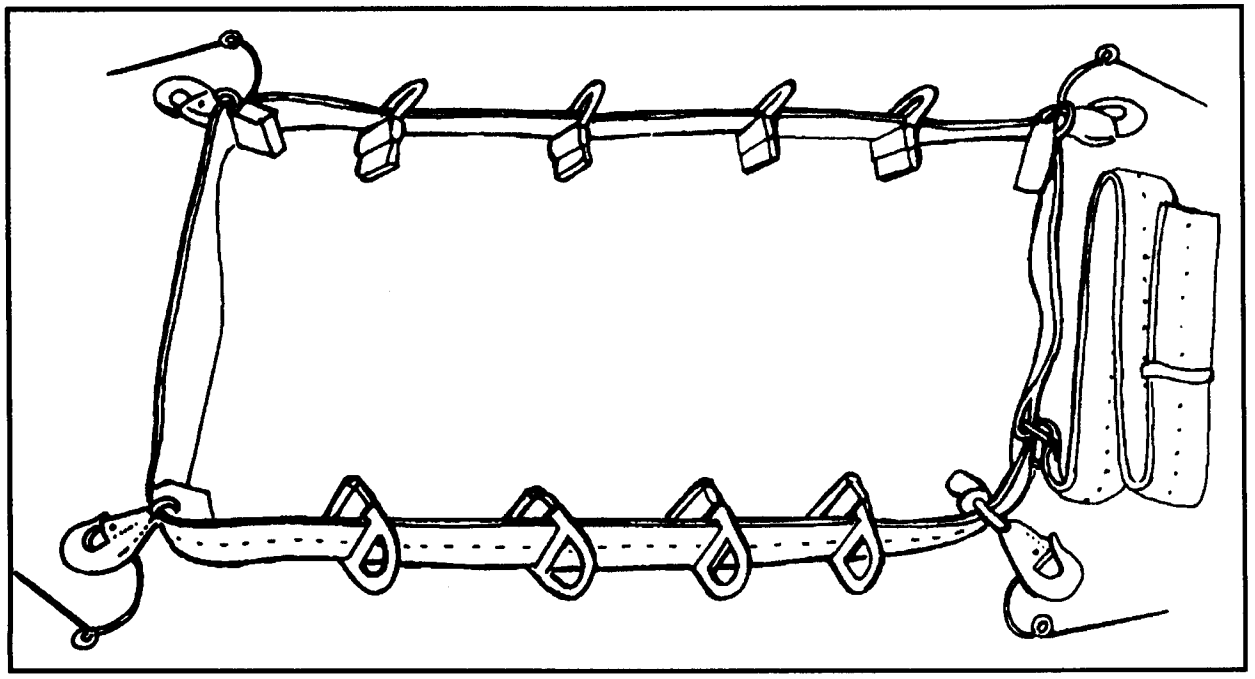

Figure 17-9. UH-60A modified anchor line.
b. **Modified Anchor Line System.** Install a floor-mounted anchor line system (Figure 17-9), using a modified STABO extraction system anchoring strap assembly (NSN 1670-00-999-3544; TM 10-1670-262-12 and TM 10-1670-251-12). To modify the STABO, remove two of the connector snaps (leaving four) and add two D-rings (MN 1670-00-360-0466). The cotton buffers may be locally manufactured.